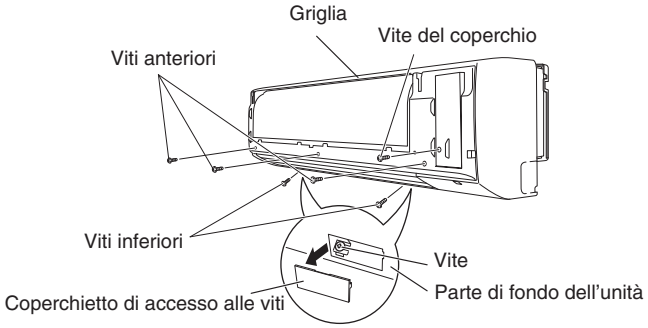

Fig. 3-13
(3) Rimuovere le 3 viti dal lato anteriore e i coperchi coprivite ubicati sul fondo. Rimuovere quindi le 2 viti. (Fig. 3-13)
(4) Rimuovere la vite dalla piastra di copertura destra e quindi il coperchio. (Fig. 3-13)